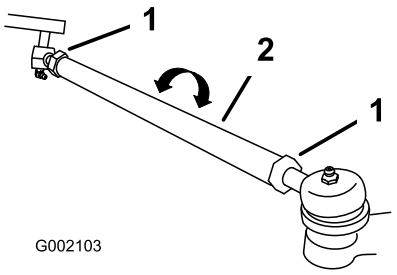

Figur 12
2. Om måttet inte ligger inom det angivna intervallet (se dimensionerna och parametrarna i början av förfarandet), lossar du kontramuttrarna i båda ändarna av dragstängerna (Figur 12).